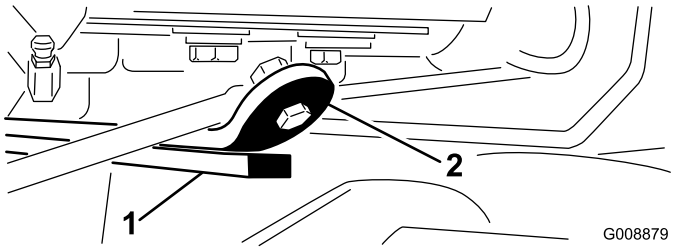

Figur 13
3. Starta motorn, höj klippenheterna och kontrollera att spelet mellan slitremmen överst på den bakre klippenhetens slitstång och stötdämparremmen är 0,51–2,54 mm (Figur 13).